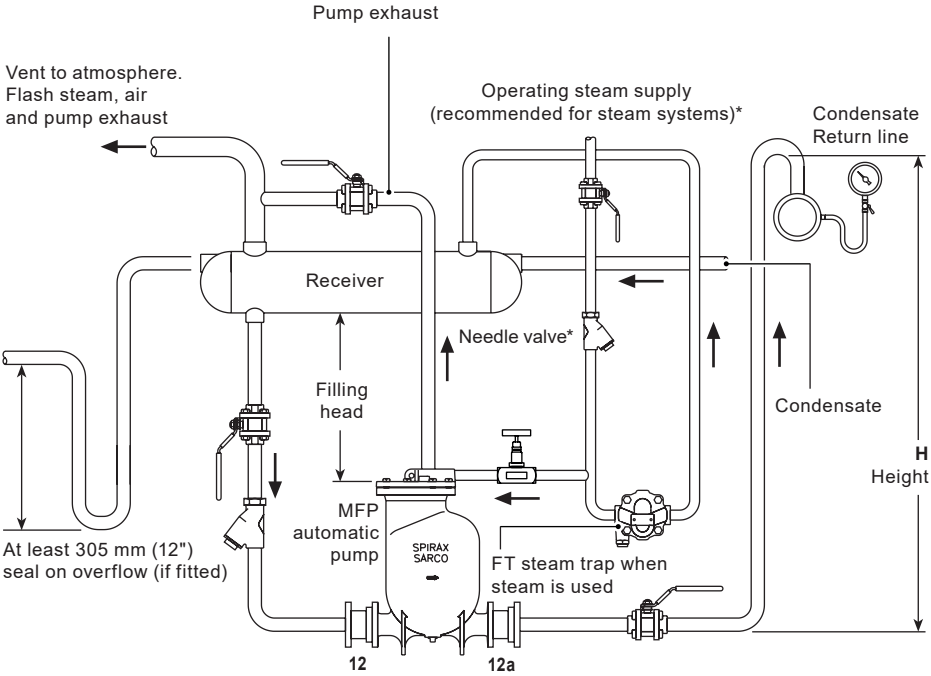
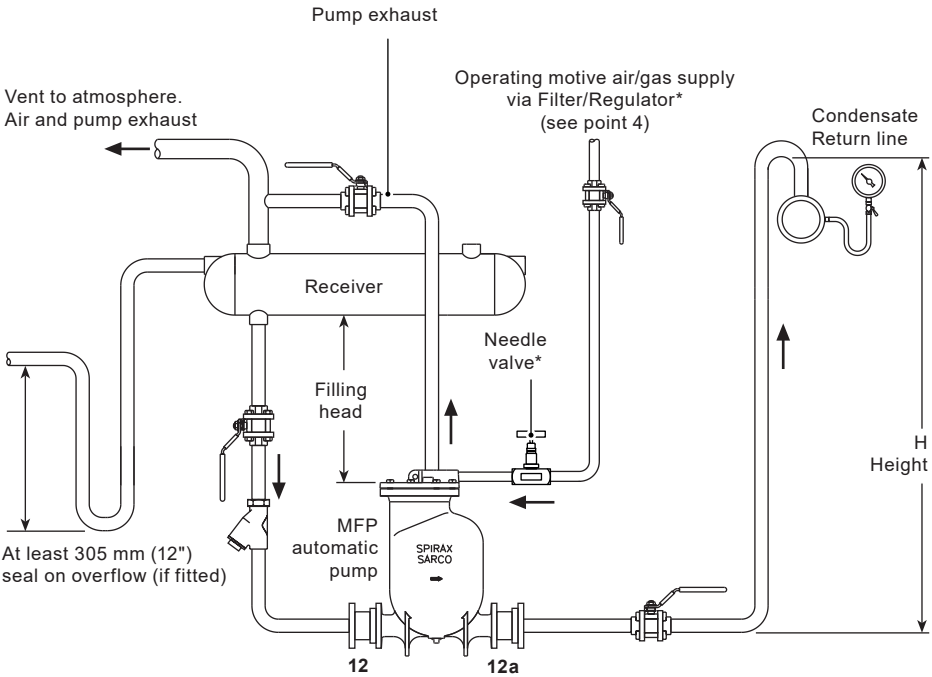

Fig. 4
Fig. 5
1. Install the pump below the equipment to be drained with the exhaust connection vertically upwards. Pump should be installed with the recommended filling head (the vertical distance between the top of the pump and the bottom of the reservoir/receiver), see Section 3.2 and Fig. 5. For other filling head variations, refer to separate capacity chart.
2. To prevent equipment flooding during the pump discharge stroke, a vented receiver or reservoir pipe should be installed in a horizontal plane ahead of the pump as shown in Fig. 4. For proper receiver/reservoir sizing, refer to Tables 1 and 2 on pages 16 and 17. All inlet line fittings must be full bore.
4. Connect the operating medium (steam, air or gas) supply to the motive supply inlet in the cover (see Fig. 4 and 5). Steam motive supply should have: A strainer, needle valve (to optimise the motive supply pressure during commissioning) and a steam trap (discharging to the receiver or reservoir piping) installed upstream of the supply inlet. Compressed air motive supply should have: A filter regulator and needle valve installed upstream of the supply inlet.
Sufficient reservoir volume is needed above the filling head level to accept the condensate reaching pump during the discharge stroke. The receiver can be a length of pipe of large diameter or a tank. If desired, receiver overflow piping can be installed as shown in Fig.4 and Fig. 5 in Section 3 and piped to a suitable drain. The piping must form a U-type water seal at least 305 mm (12")deep immediately after the receiver.